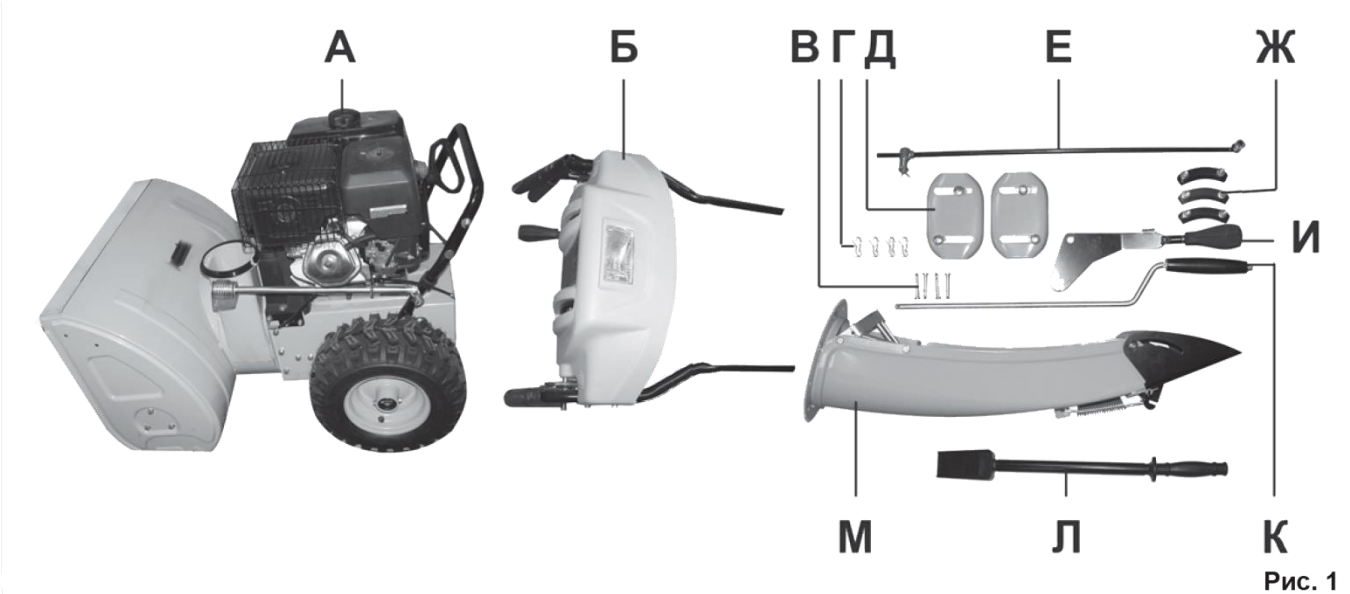
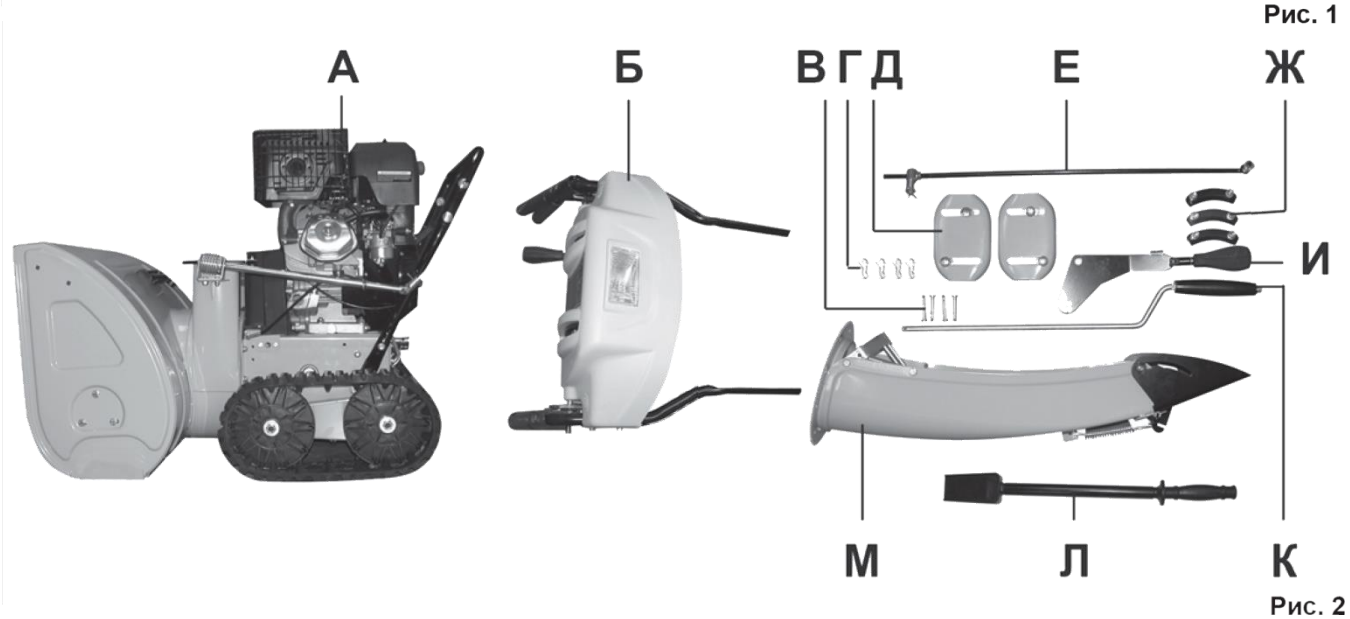

Рис. 1
Рис. 2
3.1. Комплектность снегоуборщиков моделей ES 721 ME, ES 821 ME, ES 1115 ME представлена на Рис. 1., модели ES 1115 DET - на Рис. 2.